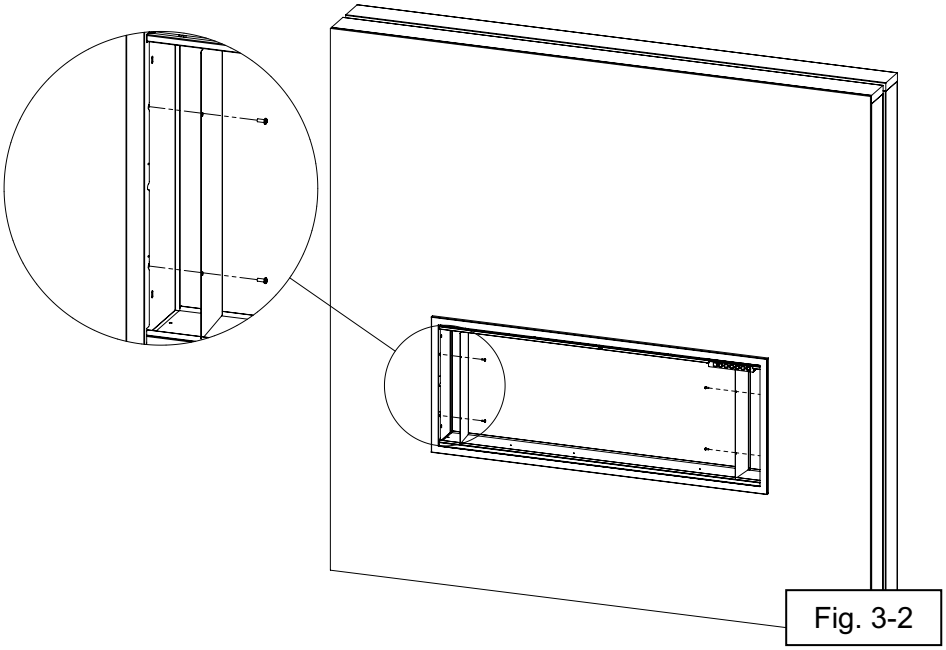

Fig. 3-2
- Reinstall the two interior walls and the four screws previously removed. (Fig. 3-2).